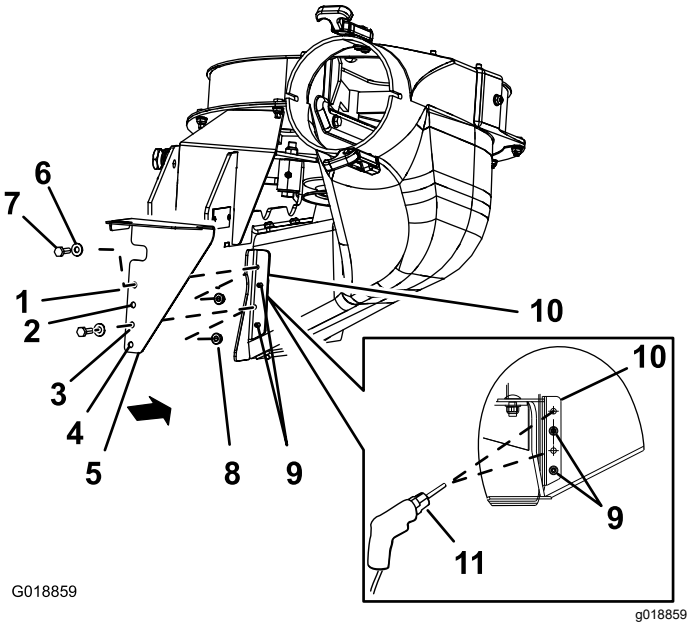

Figur 17
1. Ret den nederste CE-afskærmning ind efter blæserørsbeslaget som vist i Figur 17.
2. Ret hul 2 og hul 4 i den nederste CE-afskærmning ind efter knapperne, der stikker ud gennem blæserørsbeslaget (Figur 17).
3. Afmærk omridset af hul 1 og hul 3 i den nederste CE-afskærmning på blæserørsbeslaget, og afmonter CE-afskærmningen (Figur 17).
5. Bor huller på 7 mm i blæserørsbeslaget ved de to udstansningsmærker (Figur 17).
1. Ret den nederste CE-afskærmning ind efter blæserørsbeslaget (Figur 17).
3. Fastgør den nederste CE-afskærmning til blæseren ved hjælp af 2 sekskantbolte (¼" x ¾"), 2 spændeskiver og 2 låsemøtrikker (¼") gennem hul 1 og hul 4 i CE-afskærmningen (Figur 17).